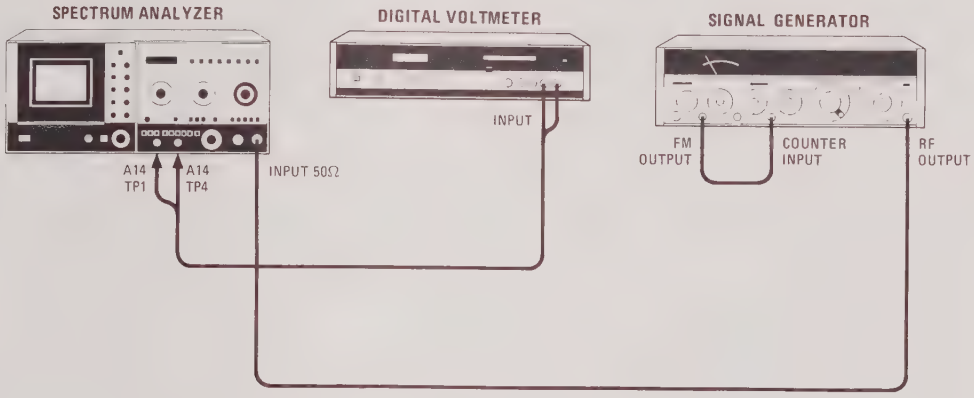

Figure 5-42. Tuning Stabilizer Control Adjustment Test Setup
b. Reconnect power cord, set LINE switch ON, and connect equipment as shown in Figure 5-42.